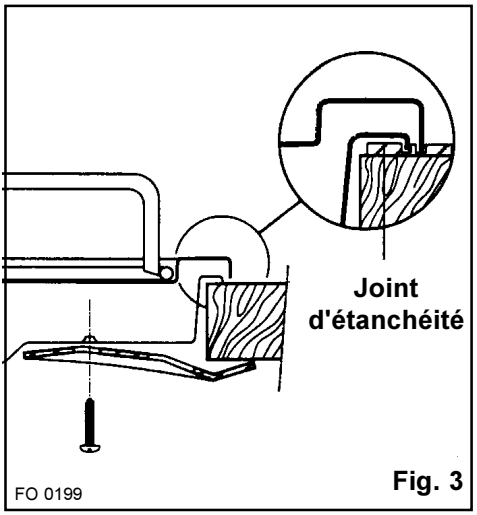

Fig. 3
3. fixez la table au meuble à l'aide des pattes de serrage prévues à cet effet (Fig. 3). La traction exercée par les vis est suffisante pour tracer un sillon dans le joint d'étanchéité, que l'on pourra aisément enlever.